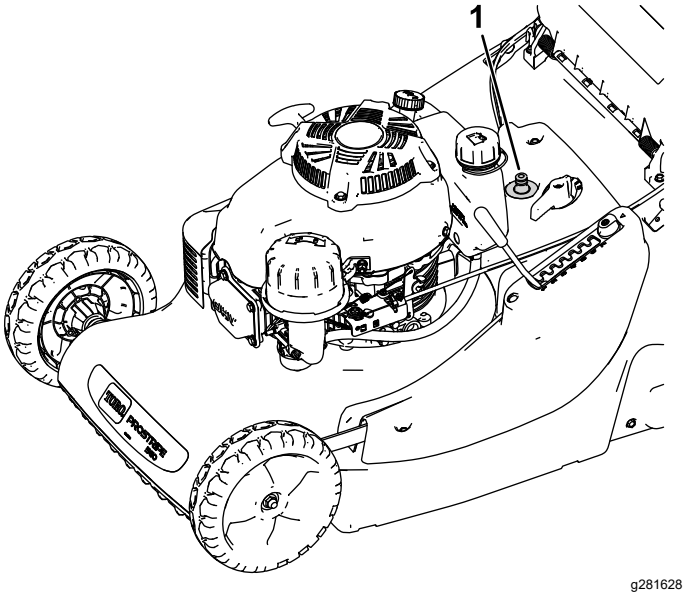

Figur 21
7. Anslut en trädgårdsslang, som är ansluten till en vattenkälla, till tvättanslutningen (Figur 21).